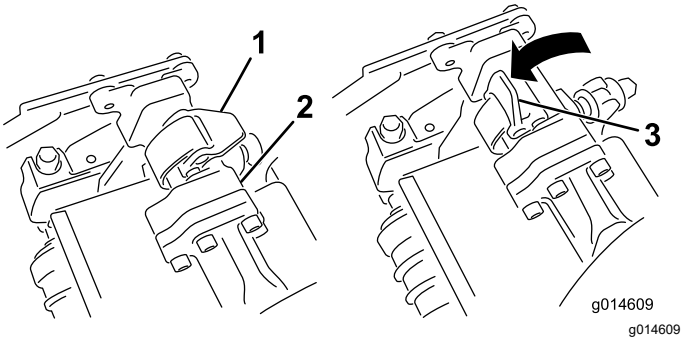
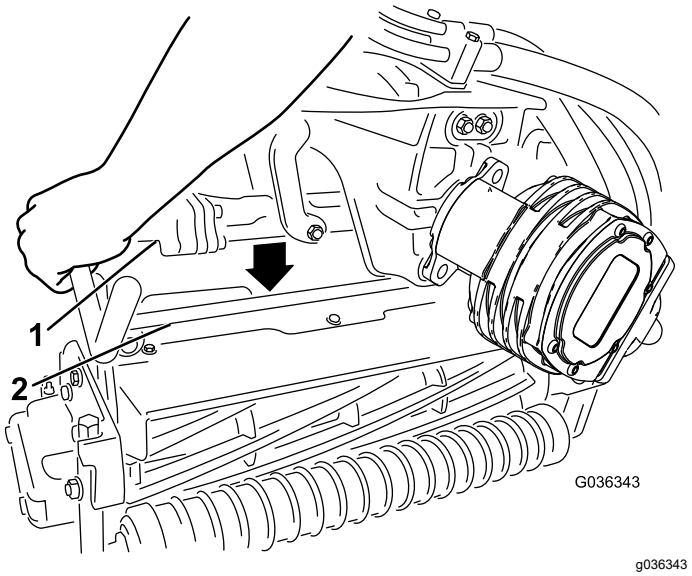

Figur 54
Figur 55
4. Mens låsehåndtagene på affjedringsarmen peger opad (dvs. er åbne) (Figur 54), skal du skubbe affjedringsarmen ned, så stangen kan sættes over tværstangen på klippeenheden øverst oppe (Figur 55).
5. Luk låsehåndtagene ned og omkring klippeenhedens stang, og lås dem på plads (Figur 54).
5. Åbn låsehåndtagene på affjedringsarmens stang på klippeenheden, som du fjerner (Figur 54).